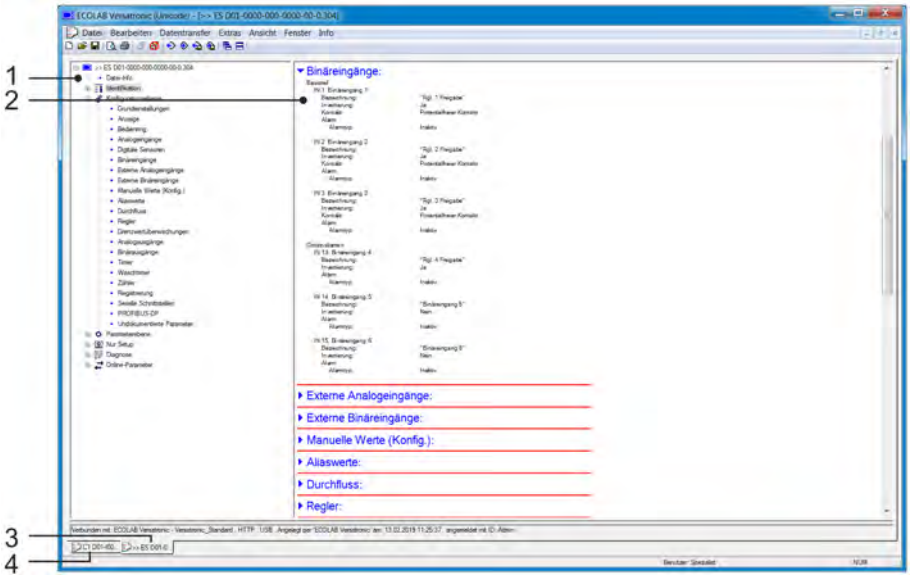

Abb. 104: Setup-Datei bearbeiten
1. Mauszeiger zwischen zwei Symbolgruppen positionieren (siehe Abb. 104 .)